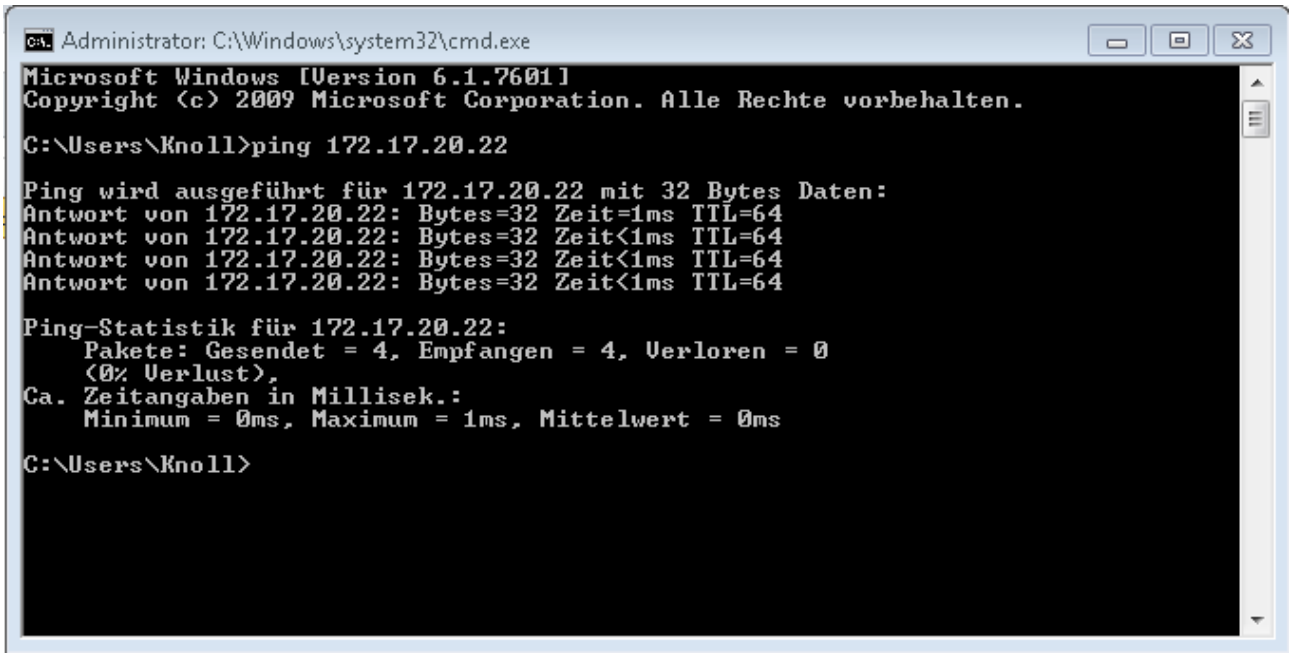

Fig. 14: Exemple de saisie de l'instruction Ping
▶ Si l'interface Ethernet est correctement configurée et raccordée, quatre réponses sont émises dans un laps de temps très court. Voir Fig. 14.